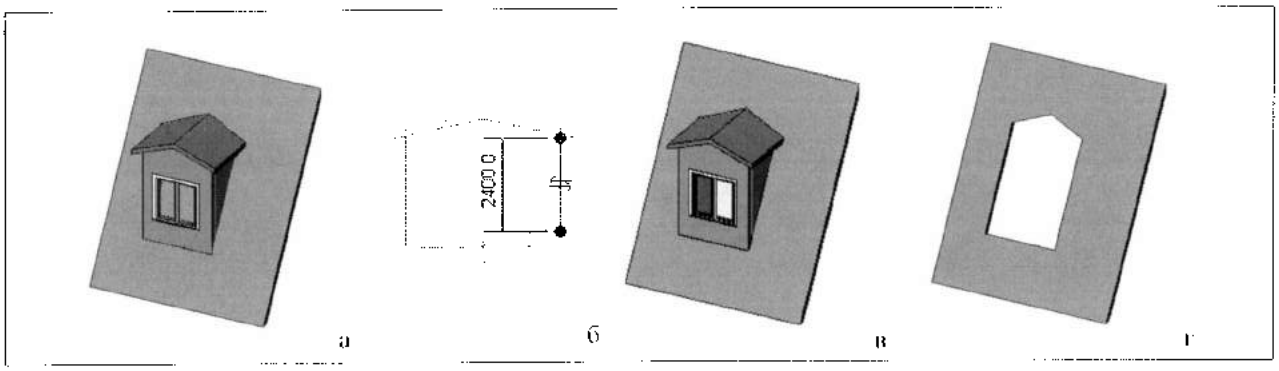

Рис. 17.11. *Создание проема для слухового окна*
Проем для слухового окна на крыше. После построения на крыше слухового окна (рис. 17.11,а) нужно по его наружному контуру построить проем в крыше:
4. Наводя курсор на ребра стен или перекрытия слухового окна, а также на ребра пересечения главной крыши и крыши слухового окна, зафиксировать при их подсвечивании сегменты будущего проема (рис. 17.11,б). В качестве границы указать примыкающую крышу или ее нижнюю грань, боковую грань стены, нижнюю грань перекрытия, кромку прорезаемой крыши.
6. На ленте в разделе **Opening** (Проем) выбрать команду **Finish Opening** (Завершить проем). Будет построен проем в крыше (рис. 17.11,в, г)